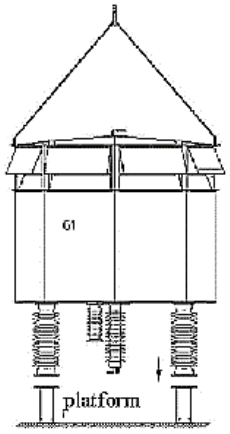

Figure 6: lifting graph of G1
2) Seen in **Figure 6**, lift the main gap onto the platform and tighten bolts to see if all components are well fastened. If not, please adjust the bolt by connecting hole.